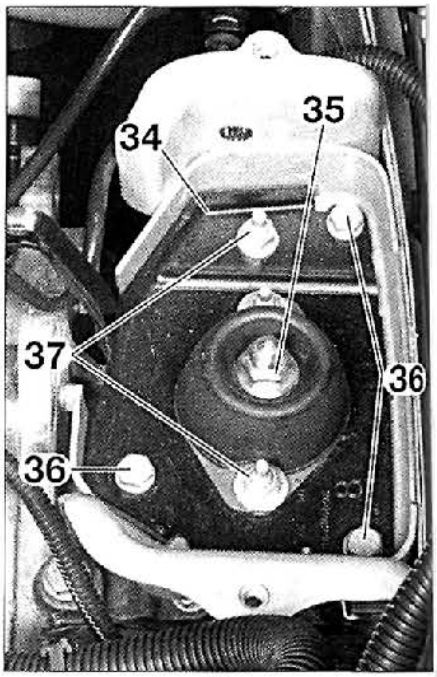
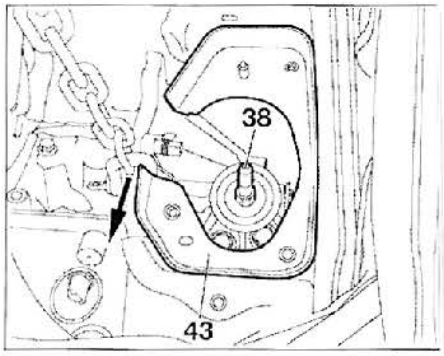

FIG. 9
FIG. 10
• Desmontar **(fig. 9)**:
- los 3 tornillos (36)
- las 2 tuercas (37)
- la tuerca (35)
- el soporte (34)
• Desmontar el eje de soporte elástico (38) con el casquillo ref. 7115-T **(fig. 10)**.
Hacer pasar la cadena al exterior del soporte (43) para alinear correctamente el eje primario en el doble volante motor amortiguador (DVA) o en el disco de embrague (siguiendo la flecha) (fig. 10).